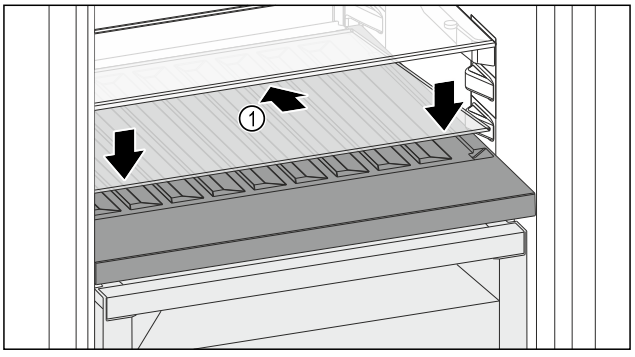

Fig. 166
▶ Glasplaat *Fig. 166 (1)* schuin naar achteren en naar beneden plaatsen.
▶ Glasplaat *Fig. 166 (1)* aan de voorzijde laten zakken.